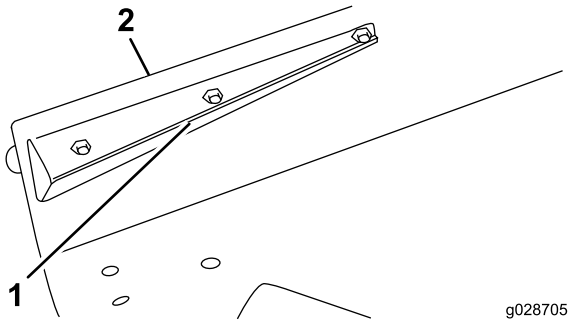

Bild 8
2. Befestigen Sie das Ende des vorderen Ablenkblechs mit einer Kopfschraube (5/16-18" x 7/8") und einer Sicherungsmutter am Mähwerk (Bild 8).
3. Fluchten Sie das Ablenkblech mit der Mähwerkkante aus und verwenden das Ablenkblech als Schablone für das Markieren und Bohren der zwei restlichen 3/8" großen Löcher im Mähwerk (Bild 8).
4. Befestigen Sie das Ablenkblech mit zwei Kopfschrauben (5/16-18" x 5/8") und zwei Sicherungsmuttern am Mähwerk (Bild 8).